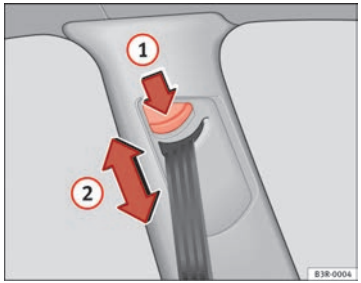

Abb. 16 Gurthöheneinstellung (Umlenkbeschlag)
– Drücken Sie die Taste ⇒Abb. 16 (1) der Gurthöhenverstellung.
– Verschieben Sie den Umlenkbeschlag nach oben bzw. unten, bis der Schultergurtteil ungefähr über die Schultermitte – **keinesfalls über den Hals** – verläuft ⇒Abb. 16 (2), ⇒ ⚠ in Gurtbandverlauf auf Seite 25.